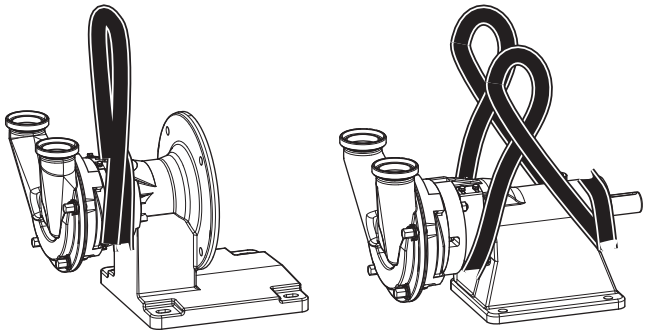

Fig. 70 Transport met kraan, exemplarisch weergegeven aan de hand van bouwvorm KF en L
1. Lus tweemaal rond de lantaarnhals leggen (zie *Fig. 70 „Transport met kraan, exemplarisch weergegeven aan de hand van bouwvorm KF en L"*).
1. Lus tweemaal rond het achterste lagerblok leggen (zie *Fig. 70 „Transport met kraan, exemplarisch weergegeven aan de hand van bouwvorm KF en L"*).